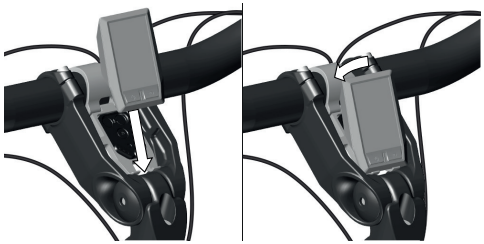

Afbeelding 16: Het display plaatsen
1. Plaats het onderste deel van het display in de magnetische houder **47** (zie afbeelding 16)